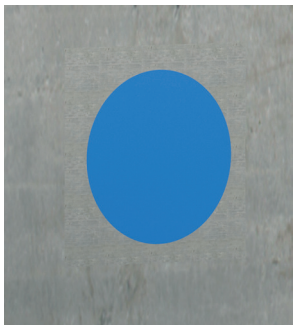

Fig. 2
- Realizzare il secondo betonaggio. Questa operazione consiste nel riempire i vuoti dei vani assicurandosi che non rimanga nessuna sporgenza nel canale (fig. 2).
- Realizzare il secondo betonaggio. Questa operazione consiste nel riempire i vuoti dei vani assicurandosi che non rimanga nessuna sporgenza nell'opera civile (fig. 2).